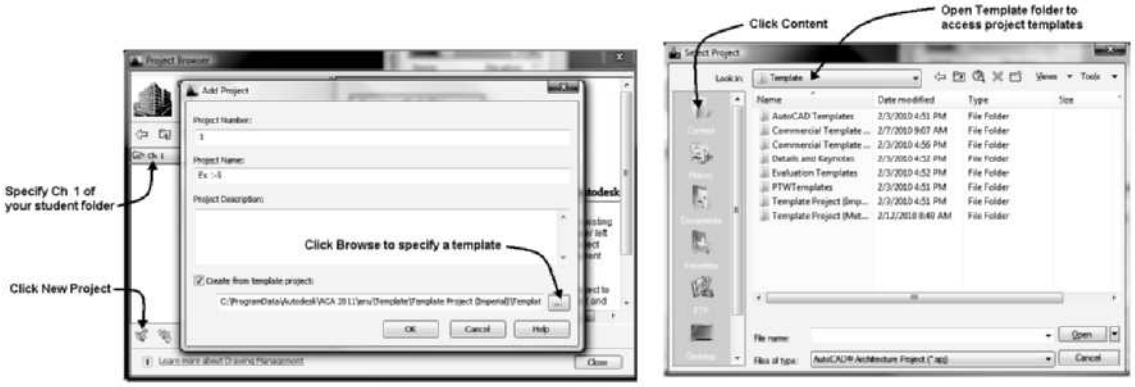

FIGURE 1.84 *Creating a project in the Project Browser*
3. Select the **New Project** button of the Project Browser shown in Figure 1.84 to open the **Add Project** dialog box.
4. Type **1** in the **Number** edit field and **Ex 1-5** in the **Project Name** edit field. Verify that **Create from template project** is checked. Click on the **Browse** button to open the **Select Project** dialog box. Click on the **Content** button of the Places panel as shown in Figure 1.84. Navigate to *Template\Template Project (Imperial)\Template Project (Imperial).apj* or *Template\Template Project (Metric)\Template Project (Metric).apj*. Select **Open** to choose the template file and dismiss the **Select Project** dialog box.